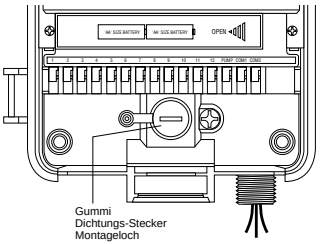

ABB. 23: Kabelanschlußfach des Controllerkastens
- Entfernen Sie den Gummi-Schutzstöpsel aus der Schraubenöffnung und schieben Sie eine Schraube der Größe 8 durch die Öffnung im Controllerkasten **[siehe Abb. 23]**.
- Ziehen Sie die Schraube fest an, bis der Controllerkasten an der Wand festsitzt und setzen Sie dann den Gummistöpsel wieder in die Öffnung **[siehe Abb. 23].**